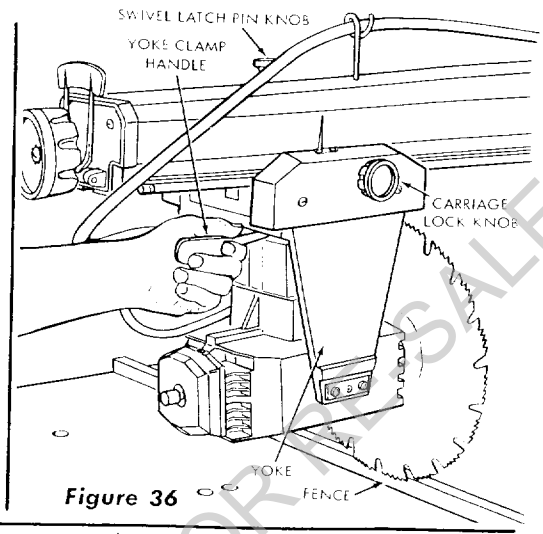
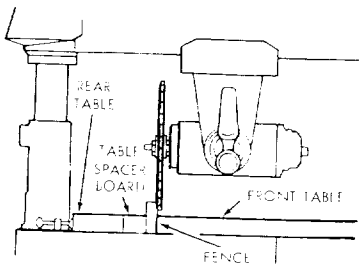
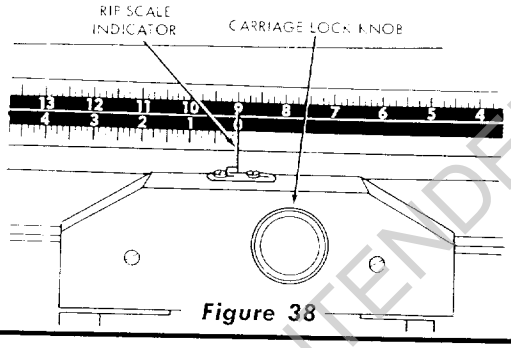

Figure 36
Figure 37
Figure 38
a. With the fence in its normal position (next to the front table), loosen the yoke clamp handle (figure 36), lift up on the swivel latch pin knob and rotate the yoke as shown to index the yoke 90° from the cross-cut position. This will locate the saw blade between the motor and the fence. Lock the yoke by tightening the yoke clamp handle. (See figure 36.)
b. Loosen the carriage lock knob (figure 36) and move the motor until the edge of the blade, when spun by hand, just touches the front face of the fence. (See figure 37.) The rip-scale indicator (on the right-hand side of radial arm) should now read "0"-inches on lower portion of the "In-Rip" scale. (See figure 38.) If not, loosen screws and shift the indicator until it is aligned with the "0" mark, then tighten the screws.
NOTE: With the saw blade and fence in the position shown in figure 37, the lower portion of the "In-Rip" scale is used. If the fence is re-located at the extreme rear position, the upper portion of the "In-Rip" scale would be used.